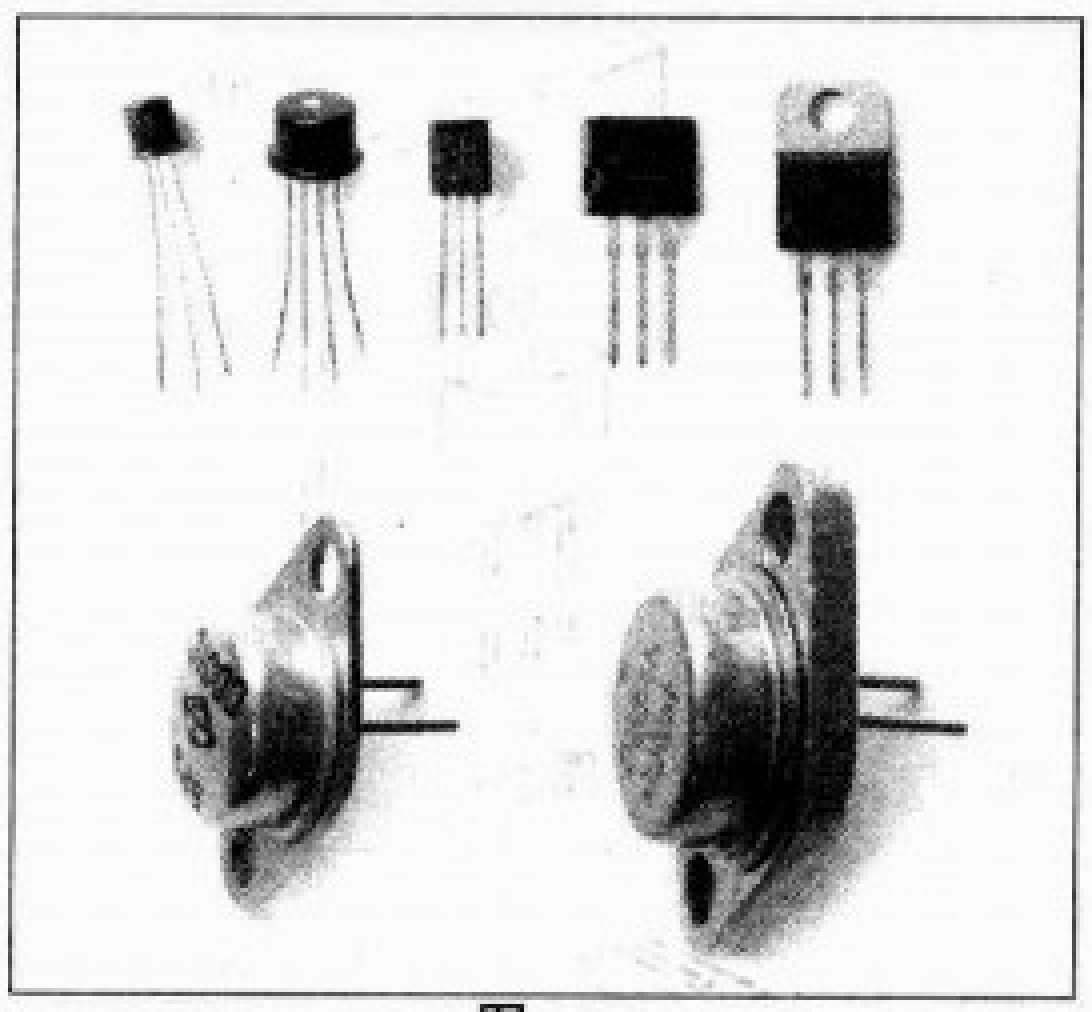

图13
1.按照封装材料，场效应管的封装形式主要有小型金属壳封装、大型金属壳封装、塑料封装和带散热片塑料封装等，如图13所示。常见的小功率场效应管多采用小型金属壳封装或塑料封装，大功率场效应管多采用带散热片塑料封装或大型金属壳封装。